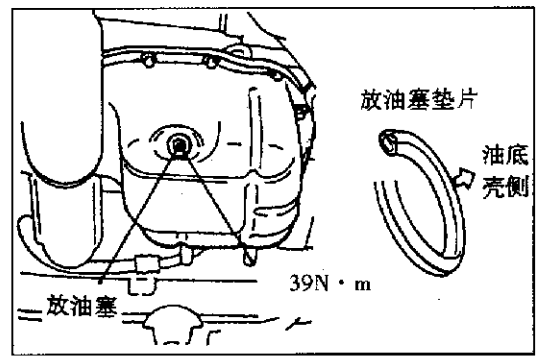

图 2－5－1
(4)装上新的放油塞垫片使它朝图 2－5－1 所示的方向，然后将放油塞拧紧到规定力矩。
备注：安装放油塞垫片使它朝图 2－5－1 所示的方向。